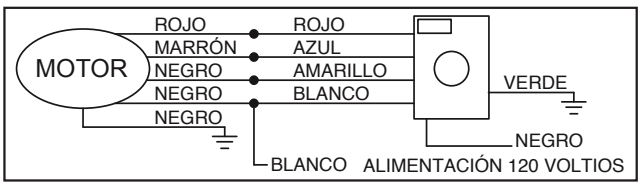

Figura 5
7. Sujete las tres aspas, el lado curvo hacia abajo hacia el motor, con la almohadilla de aislamiento montada entre el aspa y el motor (Véase la Figura 5).